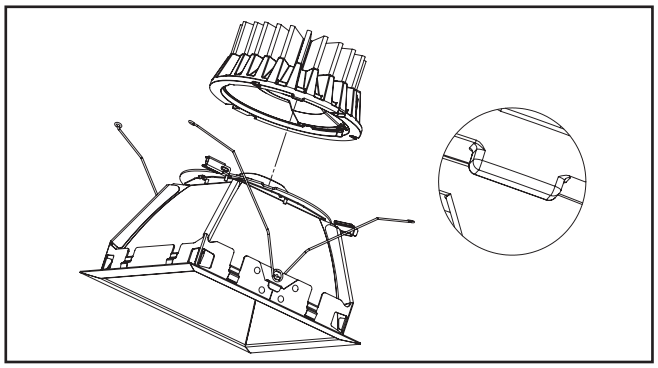

Figura 5.
4. Inserte el motor LED en la unidad de la moldura. Alinee el poste en el motor LED con la ranura de la unidad de la moldura (Figura 5.).